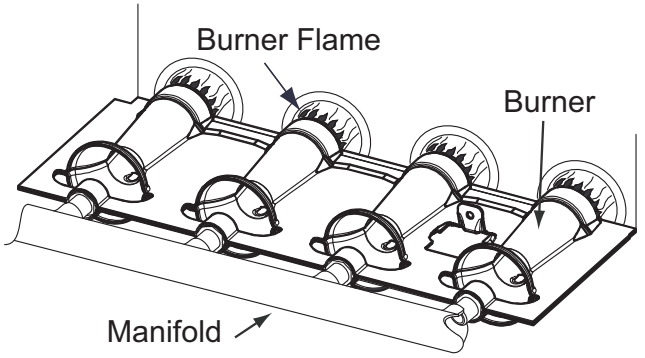

Fig. 61 - Burner Flame
c. When correct input is obtained, replace caps that conceal gas valve regulator adjustment screws. Main burner flame should be clear blue, almost transparent See Fig. 61.